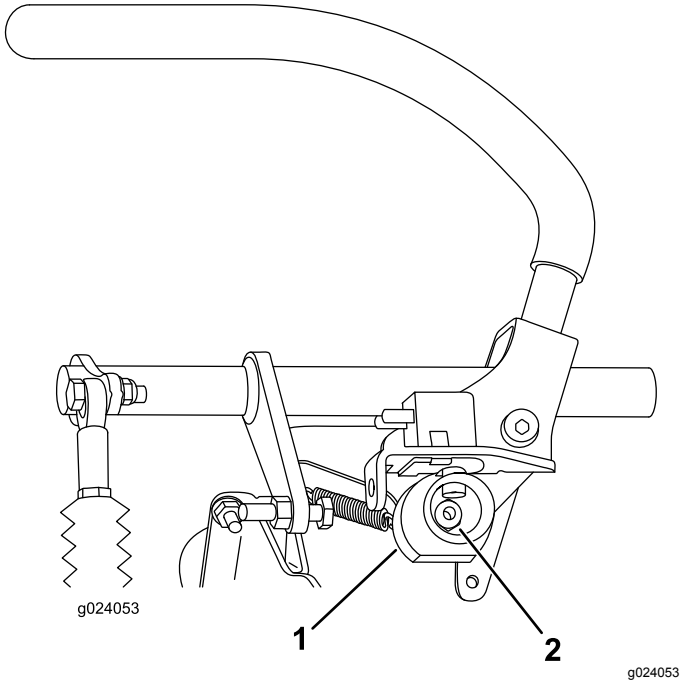

**Figuur 69**
6. Draai de moer los waarmee de nok is bevestigd (Figuur 69).